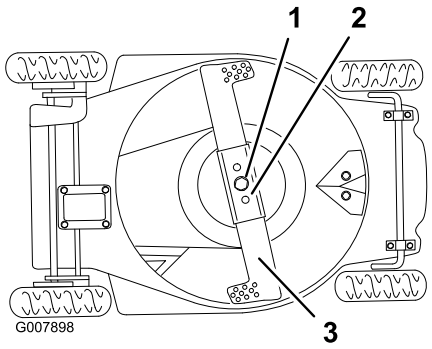

Figur 33
2. Lägg gräsklipparen på **vänster** sida (Figur 33).
2. Ta bort knivbulten, låsbrickan, kniven och knivförstärkningen (Figur 33).